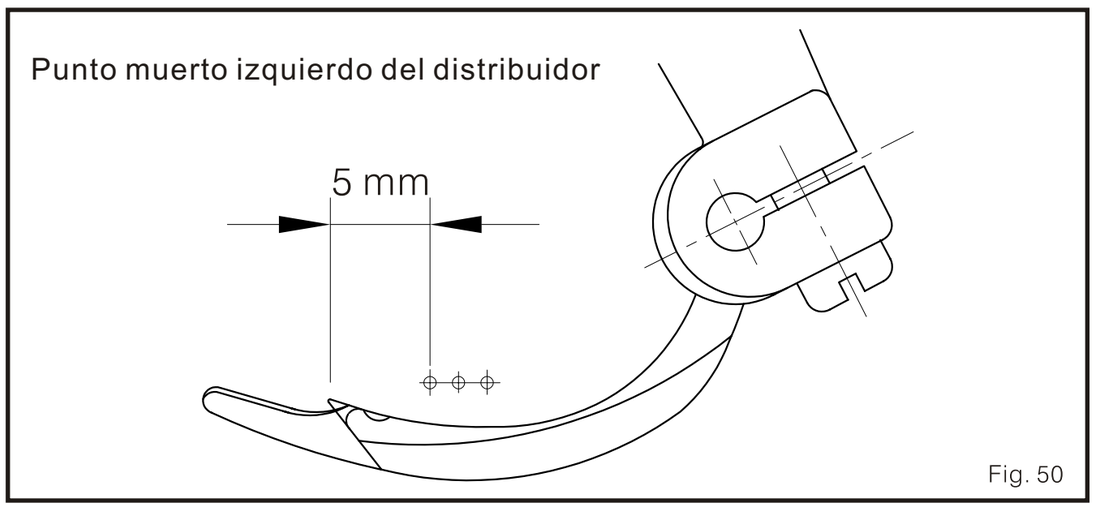

Fig. 50
3. Cuando la punta del distribuidor se mueva al punto muerto izquierdo, la punta de esta curvatura es de 5mm desde el centro de la aguja izquierda (Fig. 50)